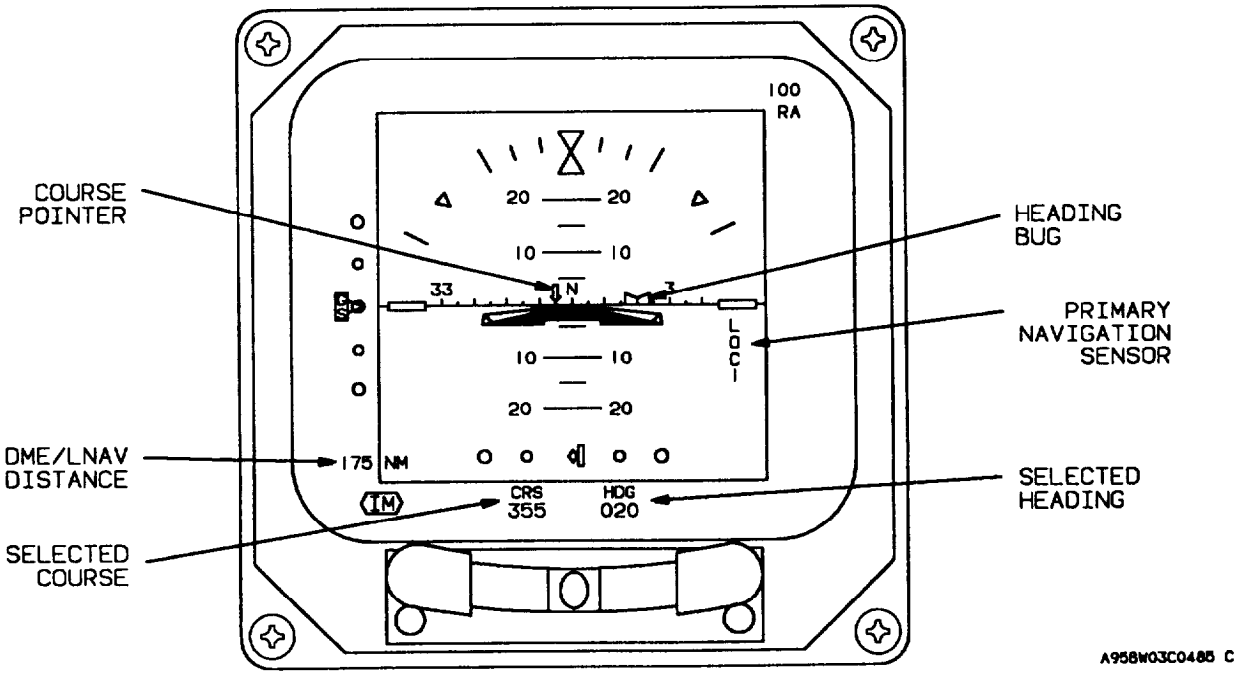

Figure 3-19. Composite Approach Mode Display
(1) Altitude/vertical speed indicator controls, indicators, and functions (fig. 3-19).